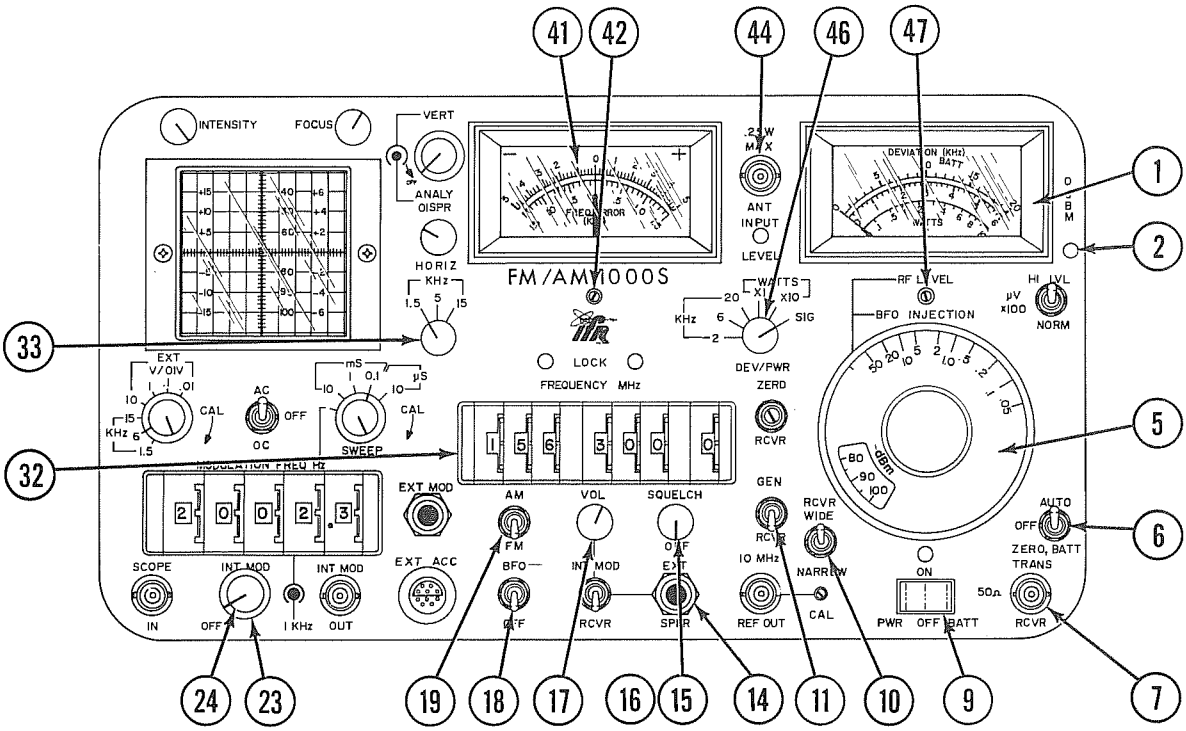

FIGURE 4-28 FM/AM-1000S CONTROLS APPLICABLE TO RECEIVER OPERATION
1.	Set FM/AM-1000S controls for receiver operation as shown in Figure 4-28, page 4-63.
2.	Place AM/FM Switch (19) to desired signal mode position.